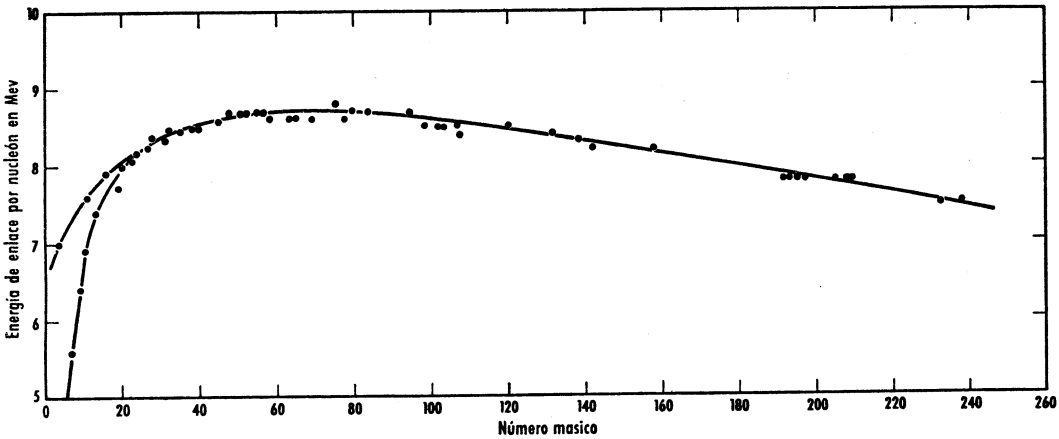

FIG. 21
Inversamente, la misma energía sería necesaria para provocar la ruptura de un átomo de helio en protones y neutrones. Se obtiene así una medida de la energía de enlace de las partículas existentes en el núcleo. Los núcleos de cada elemento poseen diferente energía de enlace. Si se divide la energía total liberada en la formación de un núcleo por el número de partículas (protones y neutrones) que lo forman se obtendrá la energía de enlace por partícula nuclear. En la gráfica (fig. 21), se expresan en ordenadas las energías de enlace y en abscisas los números másicos (A).